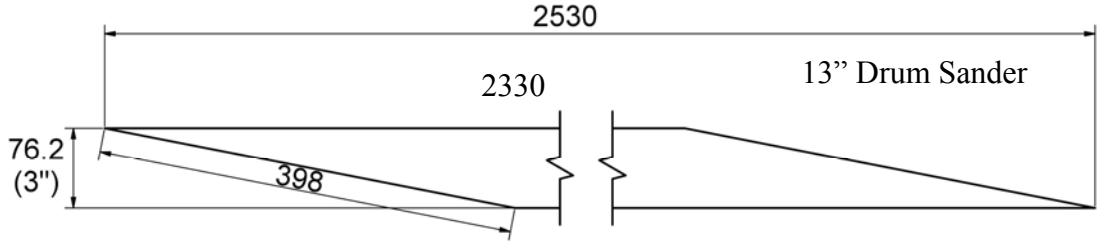

Figure 1
4. Use the old sandpaper as a pattern to cutout the new sandpaper, or use the pattern in **Figure 1**, to cut the sandpaper to the necessary shape.
2. Insert the 2 level plates on the left and right side of the conveyor. (see fig.1)
(fig.1)